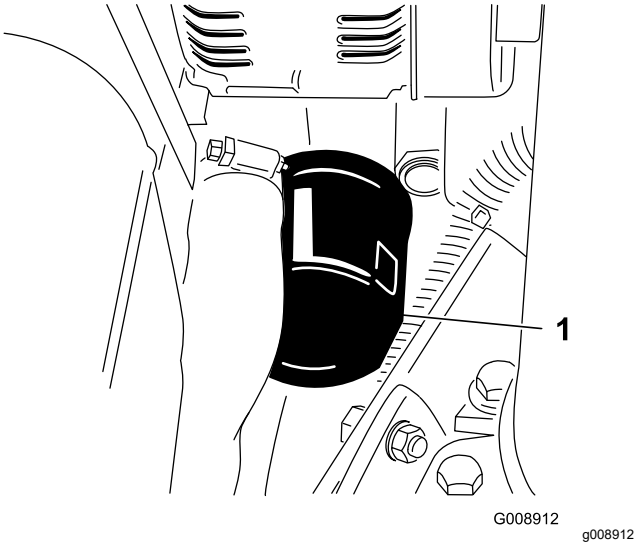

Rysunek 62
2. Wyciągnij filtr oleju (Rysunek 62).